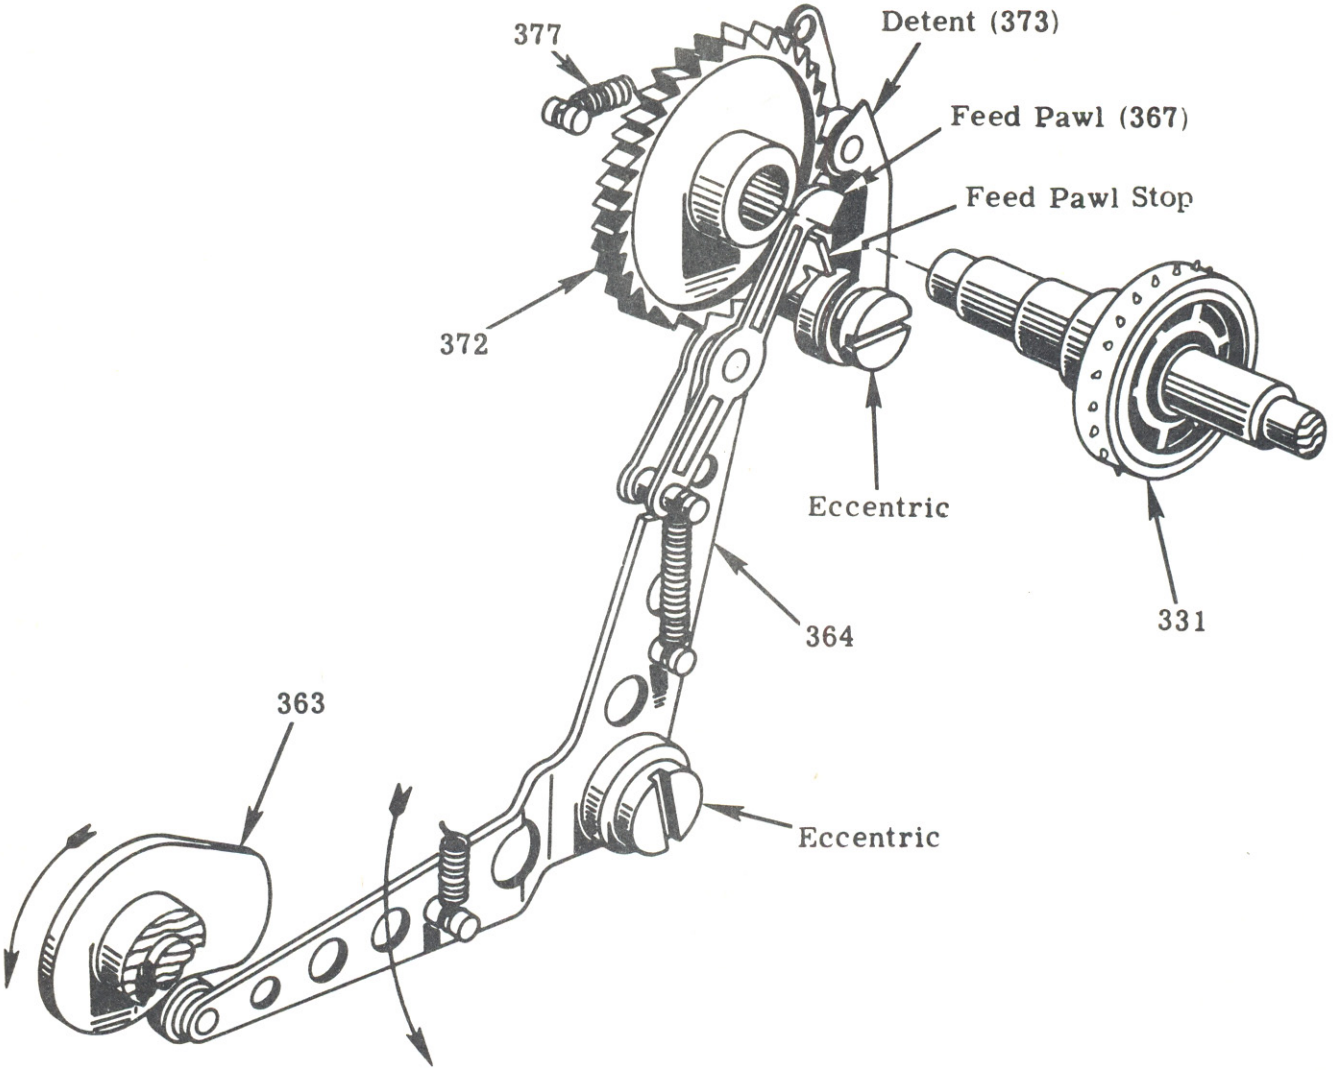

Figure 8 - Tape Feed Mechanism
During the latch restoring and armature knockoff operation just explained, the feed pawl lever arm (364) starts rotating in a counter-clockwise direction, due to cam 363. (Figure 8). This moves the feed pawl (367), engaging a tooth and indexing the ratchet wheel in a clockwise direction. The rotation of the ratchet wheel (372) will rotate the tape feed sprocket (331) and, in turn, advance the tape 1/10 of an inch.